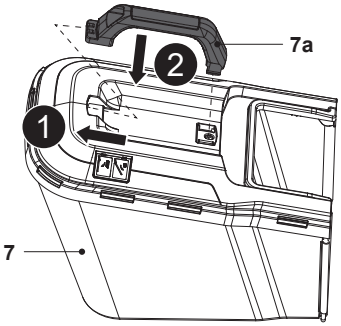

Rys. 6
2. Zamontować uchwyt do noszenia (7a) w dwóch otworach montażowych w górnej ramie kosza na trawę (7), pilnując zachowania prawidłowej orientacji (rys. 6).